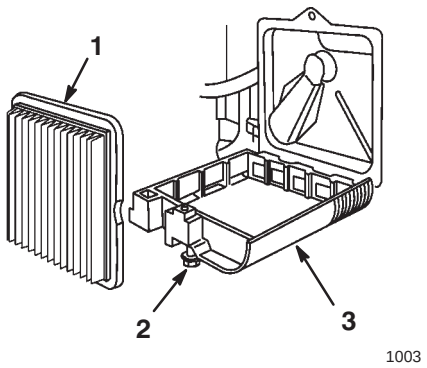

Bild 18
3. Lockern Sie die Befestigungsschraube, mit der der Luftfilterdeckel am Motor befestigt ist (Bild 18).
5. Entfernen und entsorgen Sie den alten Papierfilter (Bild 18).